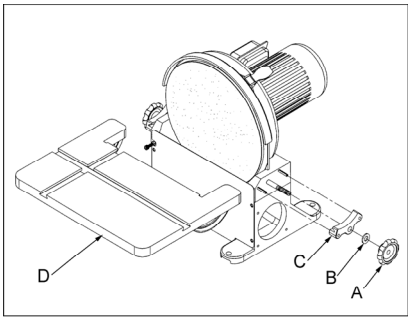

Fig 2
Entfernen Sie beiderseits die Klemmgriffe (A, Fig 2), Scheiben (B) und Schwenksegmente (C).